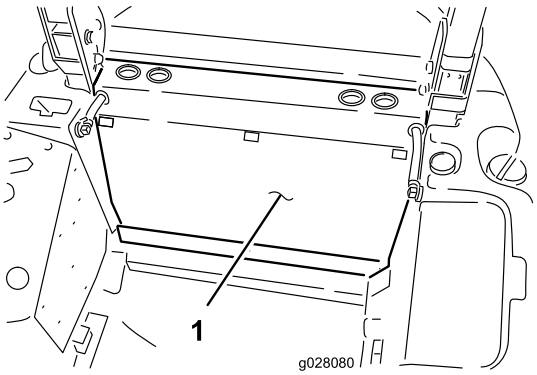

**Rysunek 3**
4. Zwolnij 3 zaczepy szybkozłączne mocujące tylny panel do ramy, a następnie odłącz tylny panel (Rysunek 3).